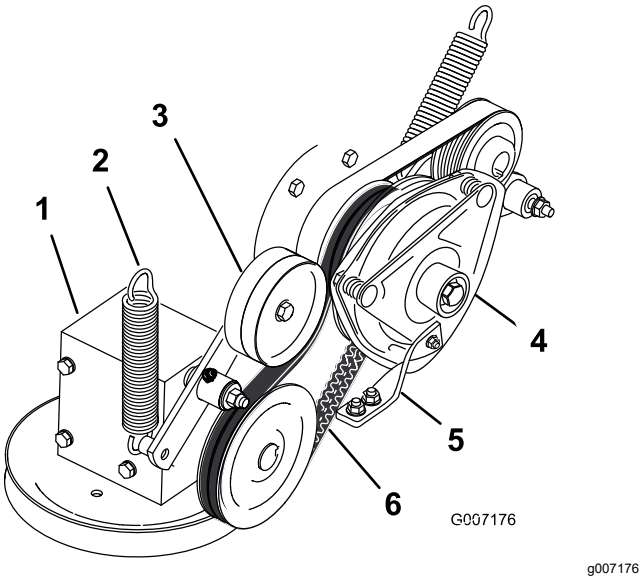

Rysunek 88
4. Zdejmij sprężynę z ramienia koła pasowego luźnego (Rysunek 88).
7. Załóż pasek napędowy PTO wokół koła pasowego sprzęgła i koła pasowego skrzyni biegów (Rysunek 88).
9. Załóż sprężynę na ramię koła pasowego luźnego (Rysunek 88).